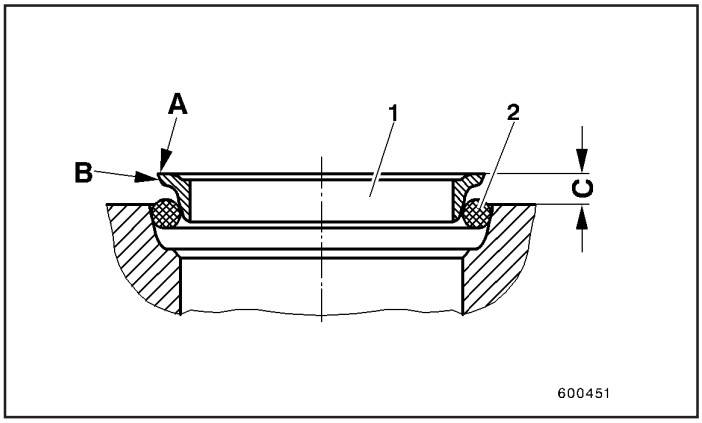

Fig.1
- As superfícies de contato “A” dos anéis de aço (1, Fig.1) devem estar completamente livres de riscos e abrasões.